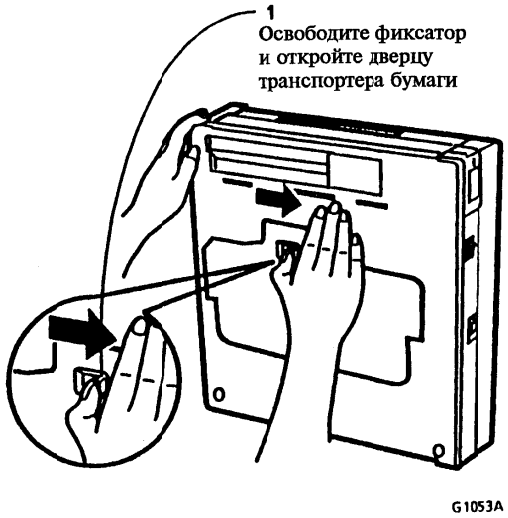

Рисунок 1. Открывание дверцы транспортера бумаги
2. (Рисунок 1): Откройте дверцу транспортера бумаги.